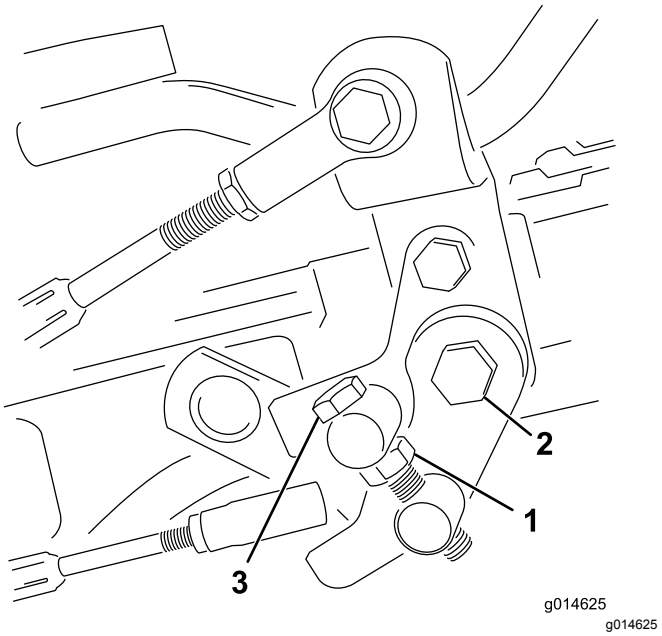

Figur 46
1. Løsn kontramøtrikken på trækbøjlen (Figur 46).
4. Tilspænd kontramøtrikken på tappens maskinskrue og møtrikken på pedalens drejetap for at låse justeringen (Figur 46). Kontroller justeringen, og juster som påkrævet.